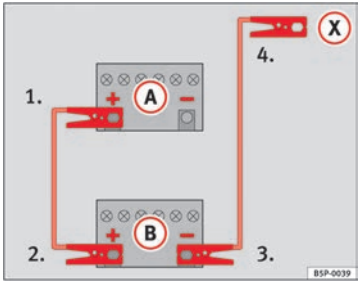
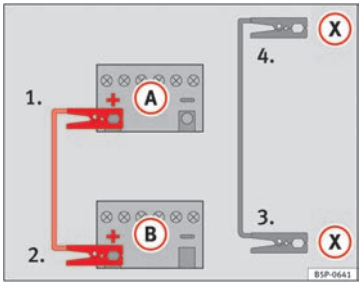

Fig. 182 Diagram of connections for vehicles without Start Stop system
Fig. 183 Diagram of connections for vehicles with Start Stop system
- Connect one end of the *red* jump lead to the positive (+) terminal of the vehicle with the flat battery (A) ⇒ Fig. 182.
- Connect the other end of the *red* jump lead to the positive terminal (+) in the vehicle providing assistance (B).
- Connect one end of the *black* jump lead to the negative terminal (–) of the vehicle providing assistance (B) ⇒ Fig. 182.
- Connect the other end of the *black* jump lead (X) to a solid metal component bolted to the engine block or to the engine block itself of the vehicle with the flat battery. However, connect it to a point as far as possible from the battery (A).
- Connect one end of the *red* jump lead to the positive (+) terminal of the vehicle with the flat battery (A) ⇒ Fig. 183.
- Connect one end of the *black* jump lead (X) to a suitable ground terminal, a solid piece of metal in the engine block, or to the engine block ⇒ Fig. 183.